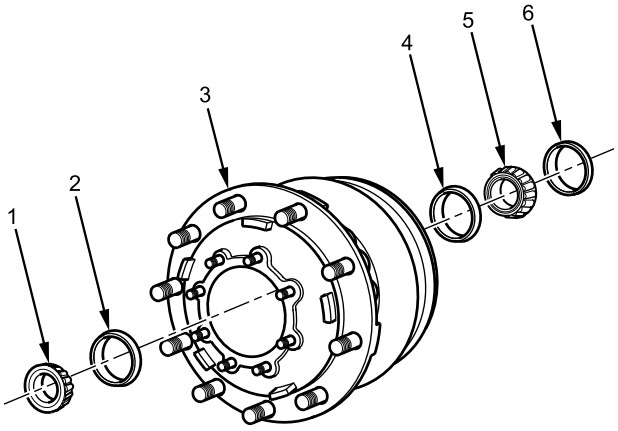

Figure 1. Rear Hub Assembly.
1. Using hammer and brass punch, remove outer bearing cup (Figure 1, Item 2) from rear hub assembly (Figure 1, Item 3).
2. Using hammer and brass punch, remove inner bearing cup (Figure 1, Item 4), inner bearing (Figure 1, Item 5), and seal (Figure 1, Item 6) from rear hub assembly (Figure 1, Item 3). Discard seal (Figure 1, Item 6).